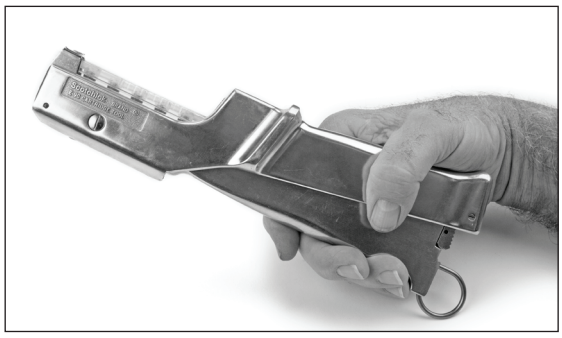

Figure 3. Cartridge loaded in place
3.5 Turn the loading ring at the rear of tool back to its original position and let it slide forward to lock. (Do not let it slam forward). See Figure 3.